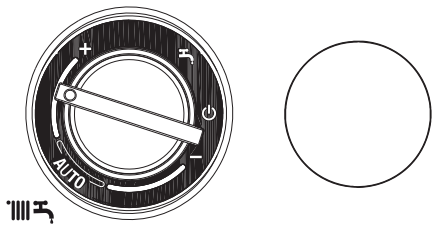

Рис. 4.2
- установите переключатель режимов работы на символ «» (рис. 4.2)